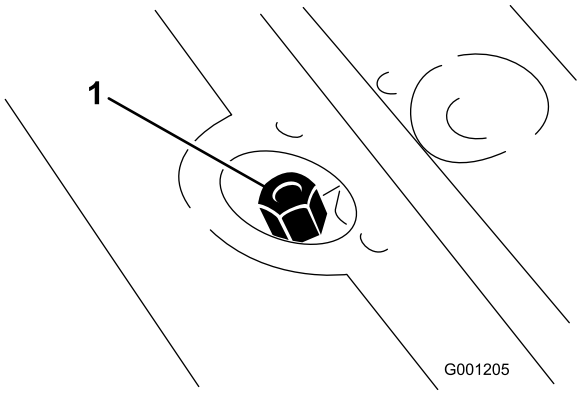

Figur 25
7. Fjern målepindens dæksel (Figur 25) fra påfyldningsstudsen, og aftør det med en ren klud.